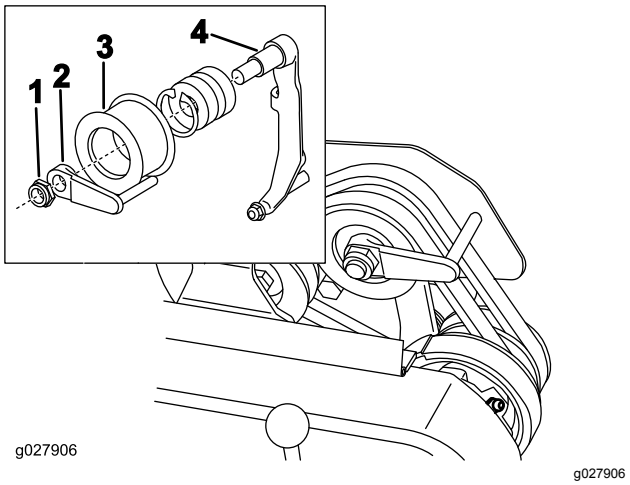

Figur 47
8. Hvis du ønsker å gjøre det lettere å dra eller skyve maskinen uten å starte motoren, må du justere remføreren (Figur 47, innstikk) på følgende måte: